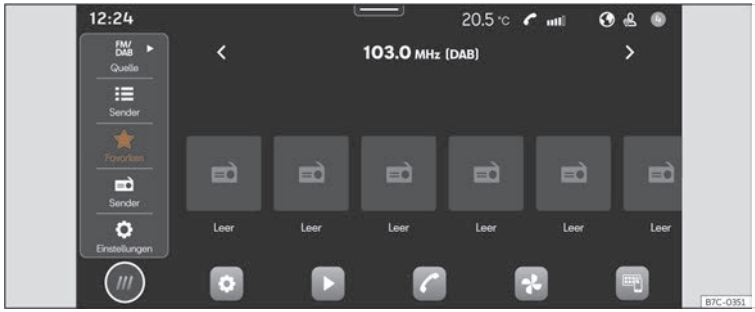

Abb. 157 Schematische Darstellung: Ansicht Radio.
- Drücken Sie **HOME** > ››› **(Abb. 157)**.